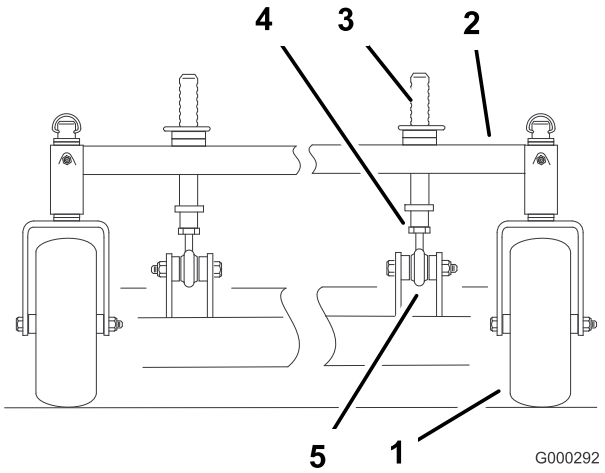

Figura 67
1. Para cambiar la inclinación longitudinal, pueden ajustarse los pilares delanteros de ajuste de altura de corte (Figura 67).
2. Para elevar la parte delantera de la plataforma, afloje la contratuerca y haga girar el pilar delantero en el sentido de las agujas del reloj (Figura 67).
3. Para bajar la parte delantera de la plataforma, afloje la contratuerca y haga girar el pilar delantero en el sentido contrario de las agujas del reloj (Figura 67).
6. Apriete las contratuercas (Figura 67).